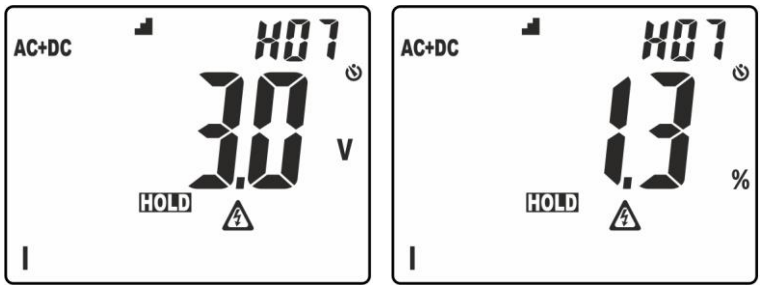

Fig. 4: Affichage du séquencement des amplitudes d'analyse harmonique
- Pression prolongée de la touche (au moins 2s) pour activer la fonction **H_2O** (**H**igher **H**armonic **O**rdering de séquencement de l'amplitude des harmoniques. Dans ces conditions, la fonction «HOLD» est automatiquement activée, le symbole «» est présent à l'écran, la barre graphique est désactivée et l'instrument affiche la valeur de l'amplitude de toutes les harmoniques comprises entre l'ordre 2 et l'ordre 25 en **ordre décroissant** à partir de l'harmonique d'une amplitude plus importante comme montré dans Fig. 4
Dans l'exemple de Fig. 4 l'harmonique d'une amplitude majeure correspond à l'ordre 7. Cliquer sur la touche ▲ pour observer les amplitudes des harmoniques restantes et cliquer de nouveau sur la touche **H/H%/H** pour passer de l'affichage en valeurs absolues à l'affichage en pourcentages. Tourner le sélecteur pour quitter cette fonction.